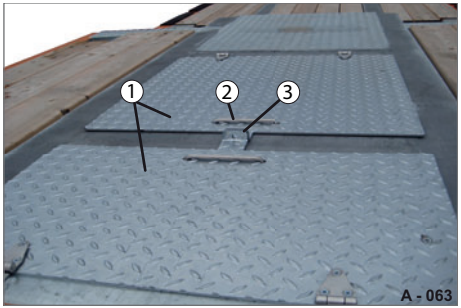

Abb. 63 Staukästen zweifach, abschließbar
- ▶ Verschließen Sie den Deckel gegeneinander am Verschluss-Winkel (Abb. 63/3) z. B. mittels Bügelschloss.